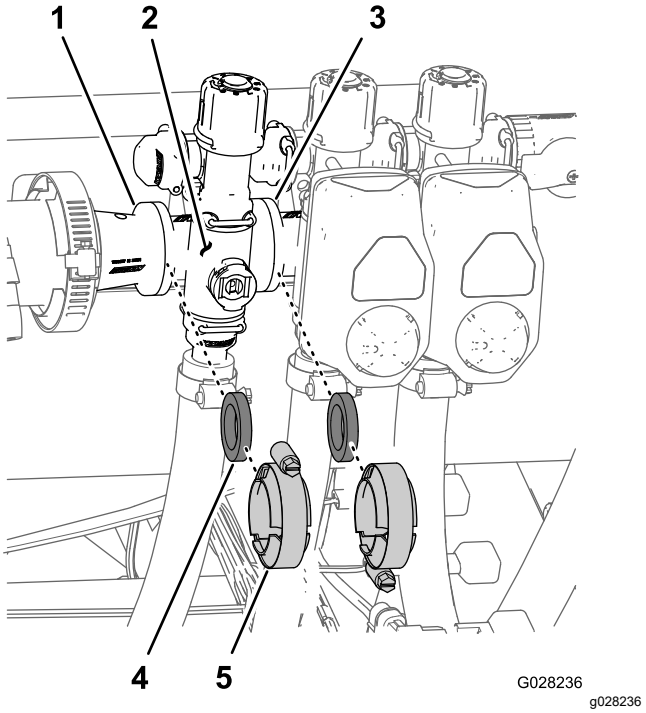

Figur 73
1. Ta bort klämmor och packningar som fäster sektionsventilens grenrör (Figur 73) på sektionsventilen intill (om det är vänster sektionsventil) och reducerkopplingen.